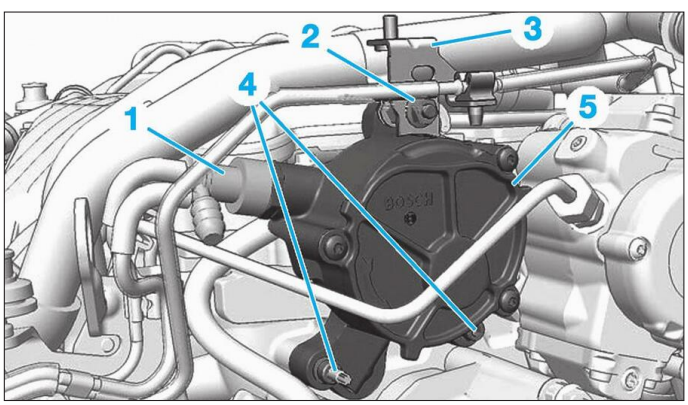

Fig. 22
• Débrancher le tuyau de dépression (1) **(Fig.22)**.
• Déposer la vis (2) puis la patte de maintien (3).
• Déposer les vis (4) puis la pompe à vide (5).